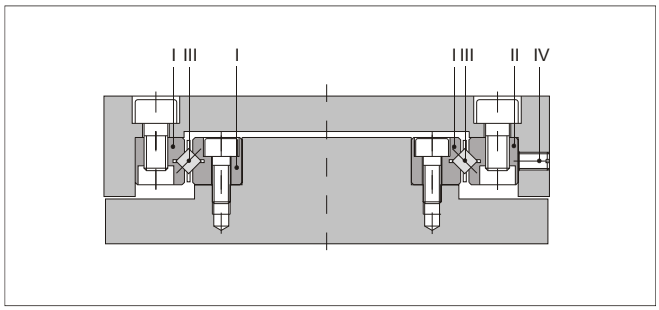

Figure 2
- During assembly, press the longitudinal guides, Figure 2 (I) against the bearing surface and tighten the fastening screws. Next, check the paral- lelity of the rails (I).
- Mounting the longitudinal guide, Figure 2 (II): Tighten the fastening screws only lightly.
- When inserting the cages with the rolling elements, Figure 2 (III), into the prefitted longitudinal guides, particular attention must be paid to ensure that the cages do not project when the longitudinal guides are in their end position.
- For every fastening screw, insert an adjustment screw, Figure 2 (IV) into the slide section. The threaded holes should be the same size in this case. The thread size of the adjustment screw can be found in the table.
- Use the adjustment screws, Figure 2 (IV) for play-free adjustment of the guide.
Next, securely tighten the fastening screws of the guide rail, Figure 2 (II).